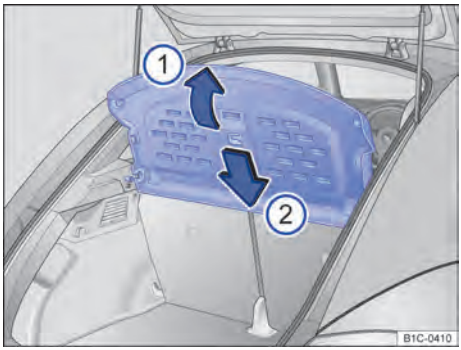

Fig. 88 No compartimento de bagagem: desinstalar e instalar a cobertura do compartimento de bagagem.
- Rebater a cobertura do compartimento de bagagem para cima ⇒ Fig. 88 (seta ①), até que a cobertura do compartimento de bagagem se solte dos suportes laterais.
- Empurrar a cobertura do compartimento de bagagem entre o encosto do banco traseiro e os suportes laterais ⇒ Fig. 88 (seta ②)